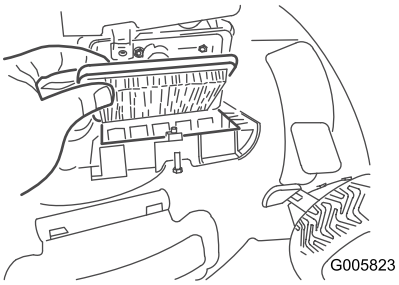

Figura 22
2. Cambie el filtro de aire (Figura 22).